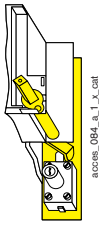

Fig. 2
- using RONIS EL11AP lock in direct front operation (Fig. 2);